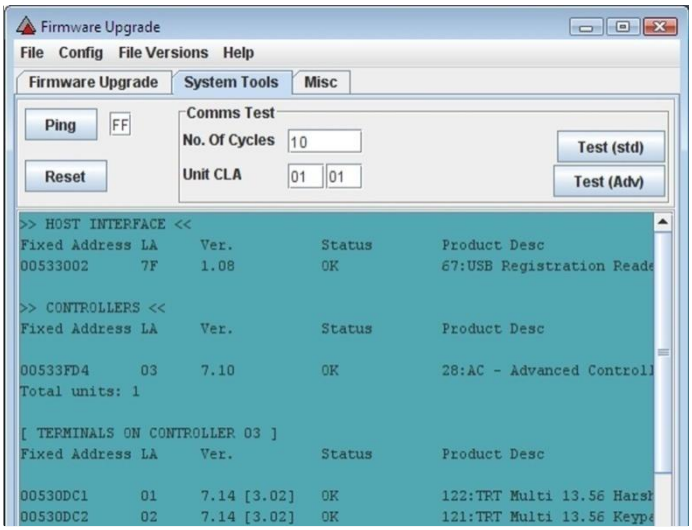

Figure 20 – Firmware Upgrade (System Tools)
2. Select the System Tools tab (as shown in Figure 20).